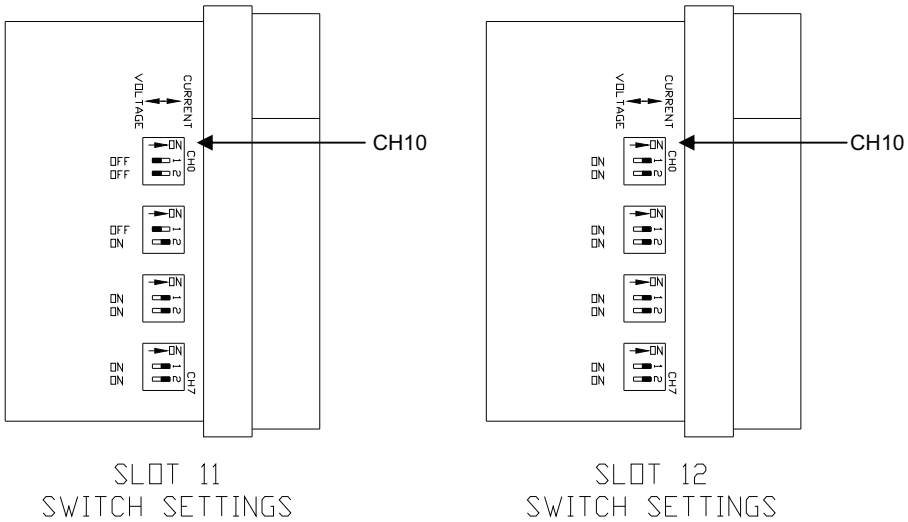

Figure 7. Analog Output Module Switch Settings.
a. On the new module, set the jumper switches CH7, CH8, CH9 and CH10 to the settings illustrated in Figure 7 for installation in slot 11 or slot 12.